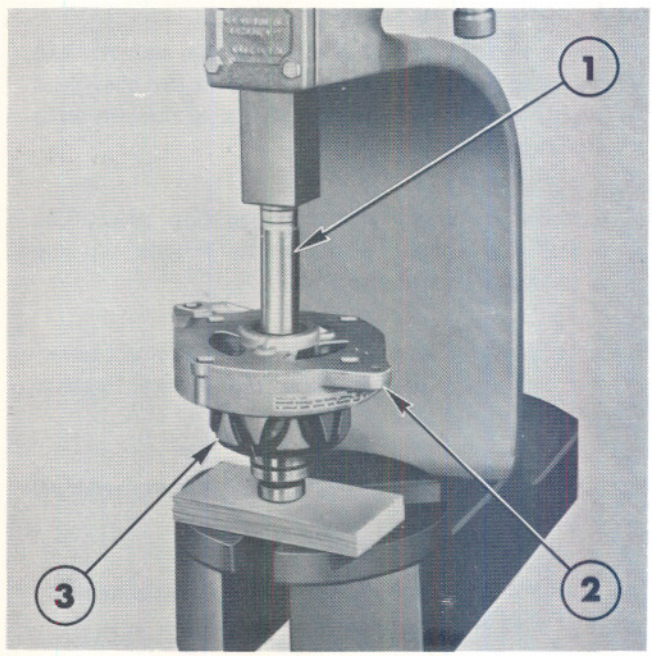

Figure 51
11. Using a $\frac{11}{16}$ in (18 mm) deep socket or suitable sleeve contacting the inner bearing race only, press the front housing and bearing over the rotor shaft until the bearing contacts the shoulder on the shaft, Figure 51.